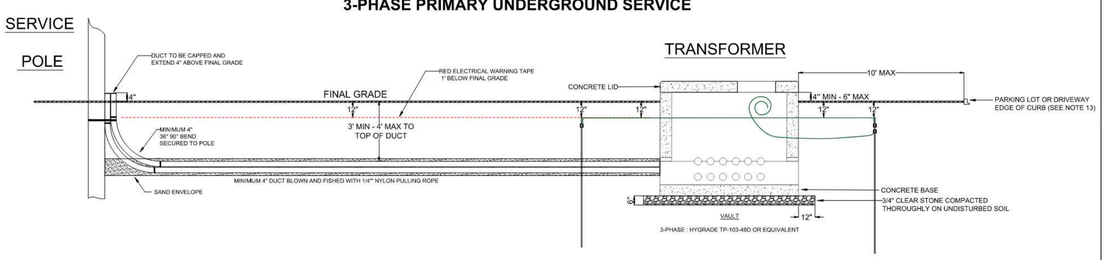

FIGURE 1
9) FOR GROUNDING DETAILS REFER TO FIGURE 1.
2) GROUNDING: 4 - 3/4" X 10' GROUND RODS, INSTALLED AS PER FIGURE 1.